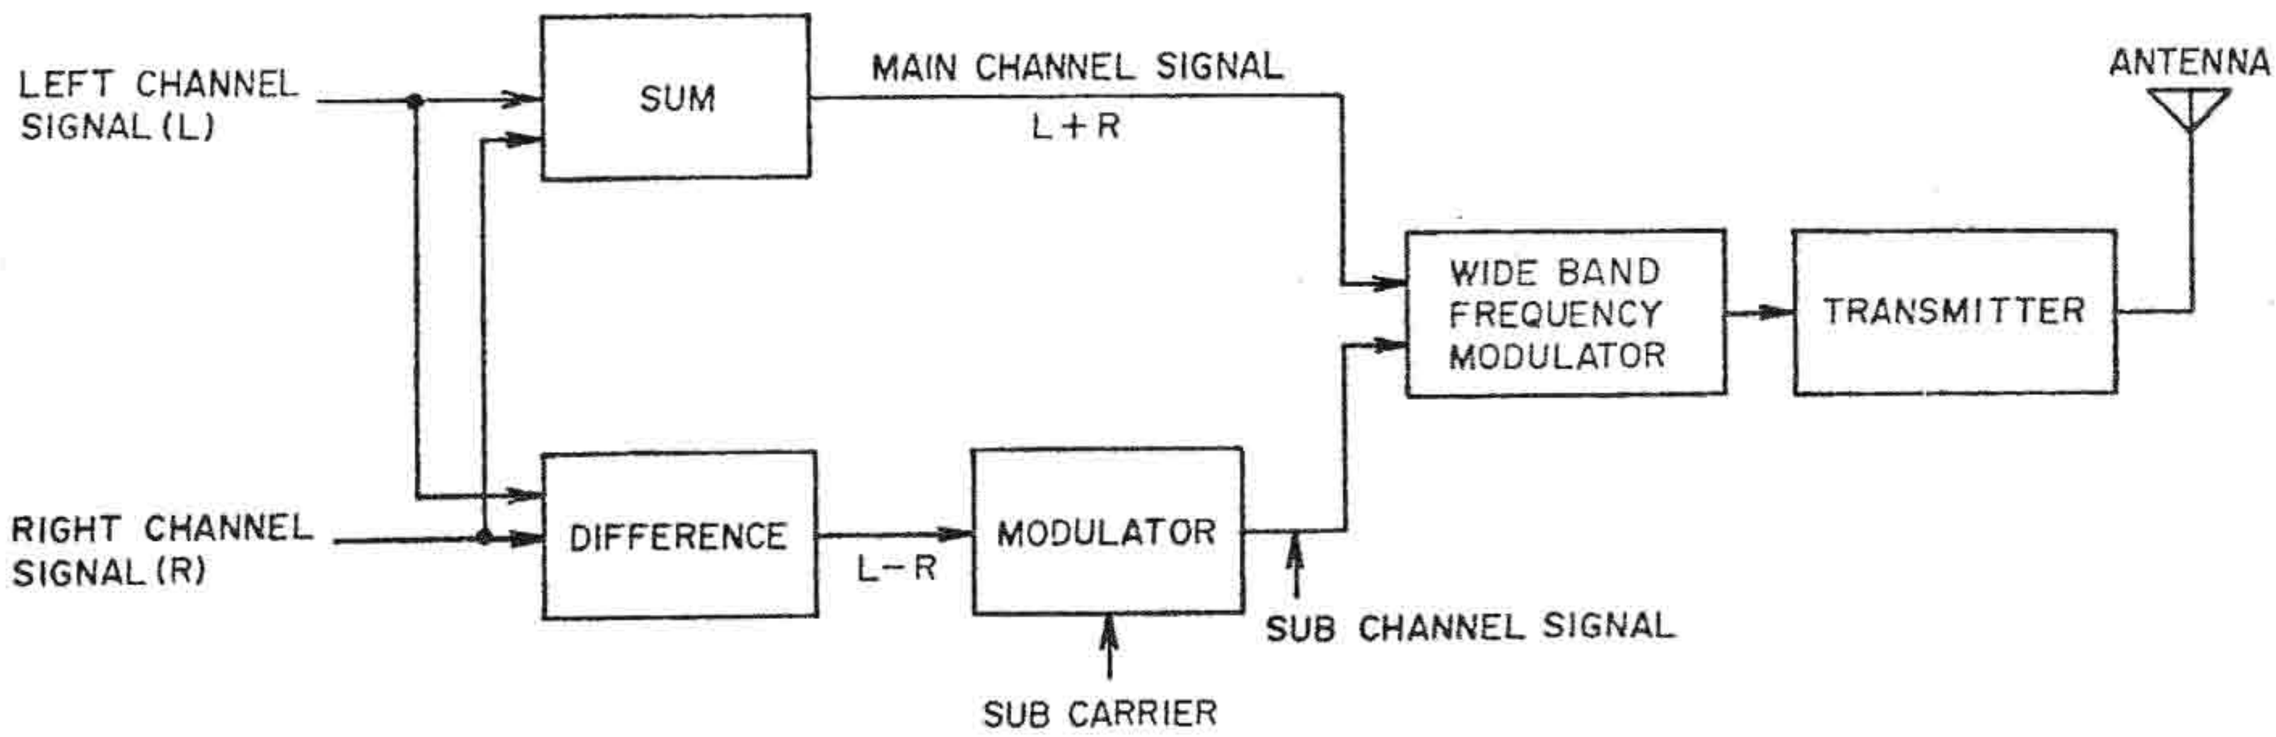

Fig. 14 FM Broadcasting System Diagram
As shown in Fig. 14 for FM broadcasts, the sum signal (L+R) consists of left signal (L) and right signal (R) and the audio frequency band of this signal in its original form is frequency modulated. On the other hand, the difference signal of both (L–R) is changed to high frequency through the use of the sub carrier, and is referred to as the sub channel signal. The carrier is further frequency modulated and sent to the FM stereo transmitter.